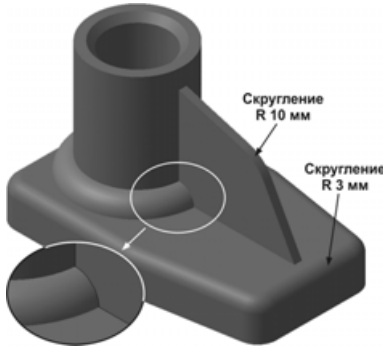

Рис. 6.96
- Измените высоту цилиндрической бобышки (**Приклеить элемент выдавливания:1**) с 30 на 20, ее внешний диаметр (**Эскиз:2** того же элемента) с 25 на 20 — вместе с изменением бобышки система выполнит соответствующее перестроение ребра (рис. 6.96).